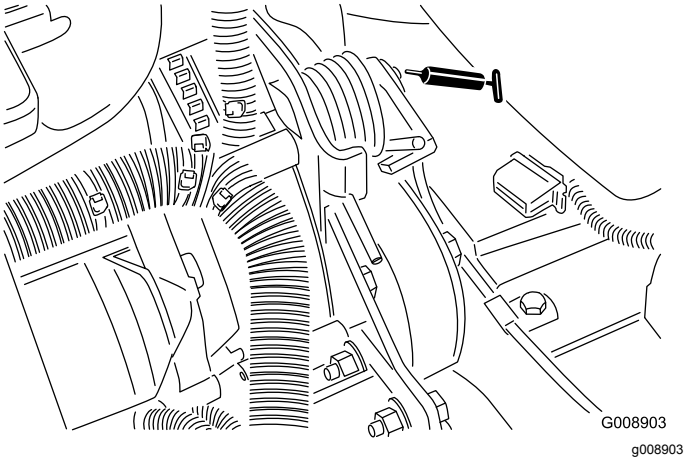

Rysunek 58
- Oś napinacza paska (Rysunek 58)